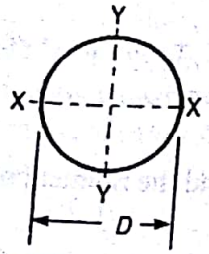

Fig. 1.14
5. The moment of inertia of a circular section of diameter D as shown in Fig. 1.14, is given by